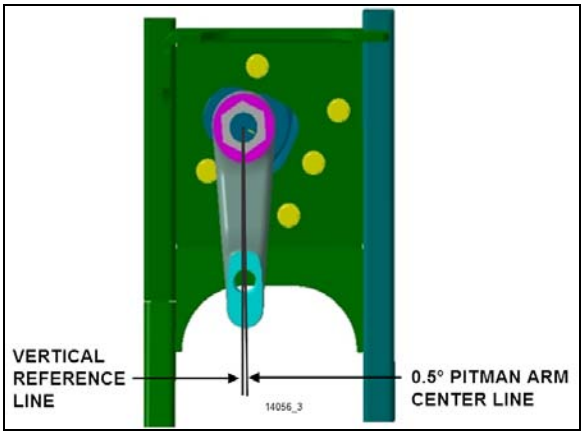

**FIGURE 34: IFS PITMAN ARM ALIGNMENT**
4. Check that the angular relationship of the pitman arm to the steering gear is as shown in Figure 34.